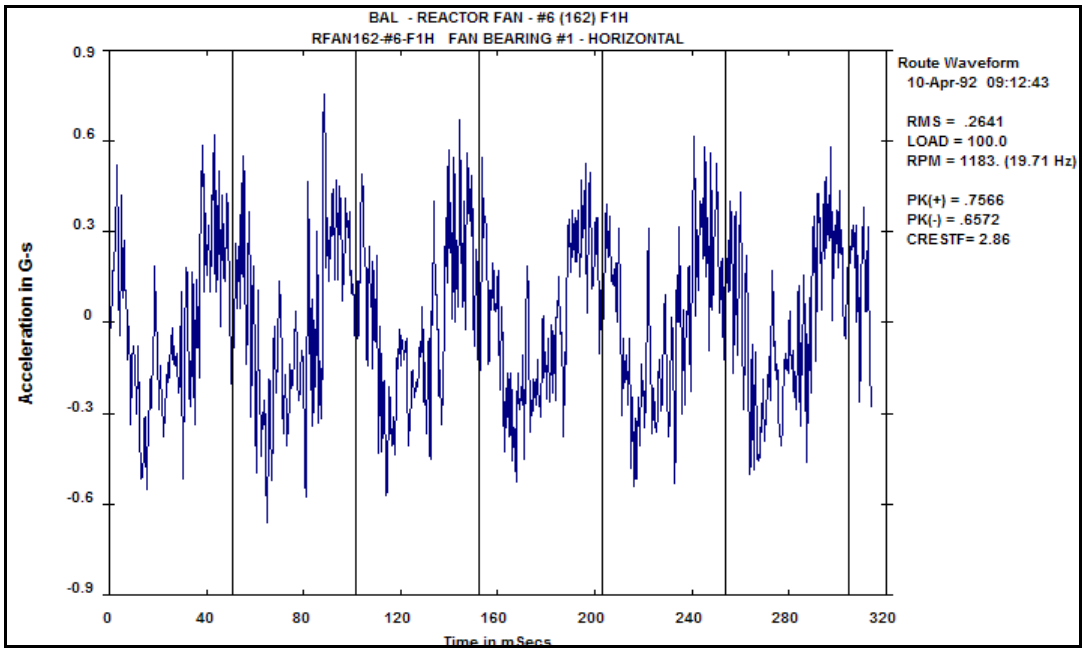

Figure 22
The waveform from F1H in Figure 22 has a sinusoidal, one event per revolution pattern.
6) Periodic, sinusoidal waveform (Figure 22)
7) Less than 2 g swing - little impacting (Figure 22)
8) Period between peaks corresponding to turning speed (Figure 22)